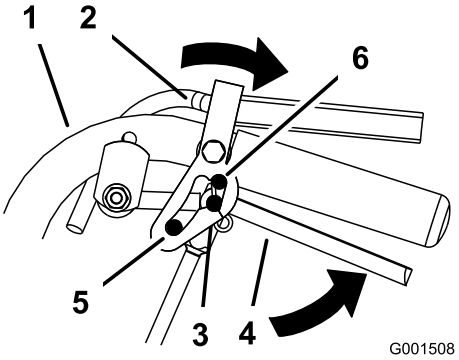

Figur 10
2. Placera tummarna på överdelen av låsen och för dem bakåt tills sprintarna är i neutralläge (Figur 10).